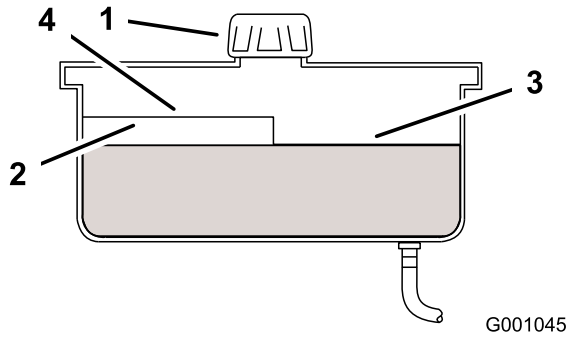

Figur 68
2. Rengör området runt påfyllningsröret till hydraultanken (Figur 68).
3. Skruva av tanklocket på påfyllningsröret. Titta inuti och kontrollera om det finns någon olja i behållaren (Figur 68).
Obs: Oljenivån ska nå upp till överkanten på markeringen för varmt på skärmen, när oljan är varm (Figur 68).